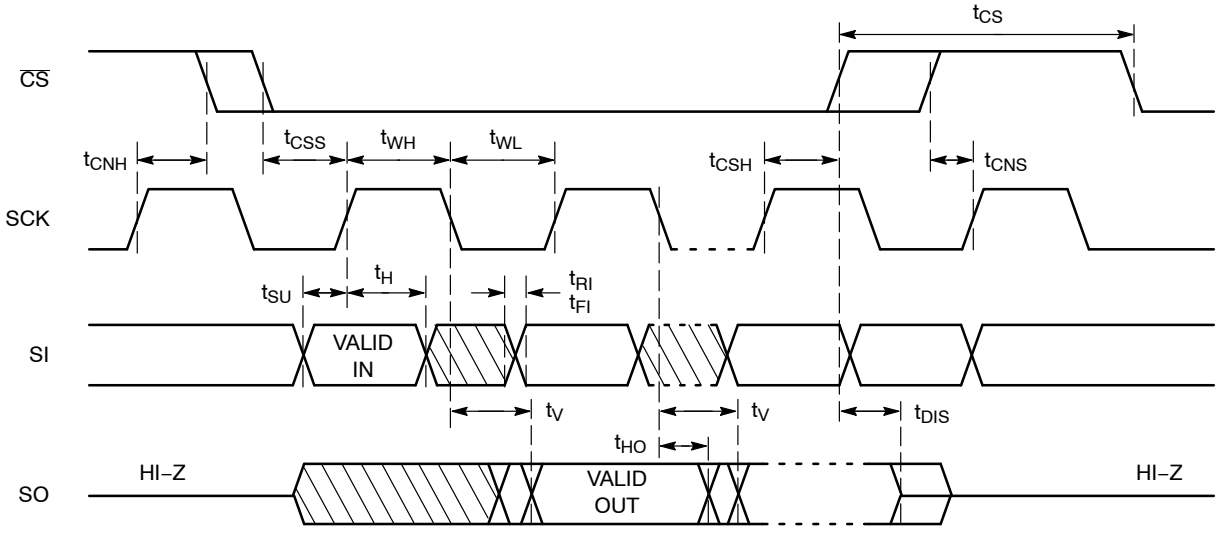

Figure 2. Synchronous Data Timing
9. **All Chip Select (CS) timing parameters are defined relative to the positive clock edge (Figure 2). t_{CSH} timing specification is valid for die revision C and higher. The die revision C is identified by letter "C" or a dedicated marking code on top of the package. For previous product revision (Rev. B) the t_{CSH} is defined relative to the negative clock edge.**
After a high to low transition on the $\overline{CS}$ input pin, the CAT25256 will accept any one of the six instruction op−codes listed in Table 10 and will ignore all other possible 8−bit combinations. The communication protocol follows the timing from Figure 2.